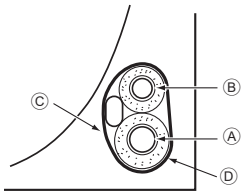

Fig. 4-4
4.3.1. Verstauen im Rohrleitungsraum der Anlage (Fig. 4-4)